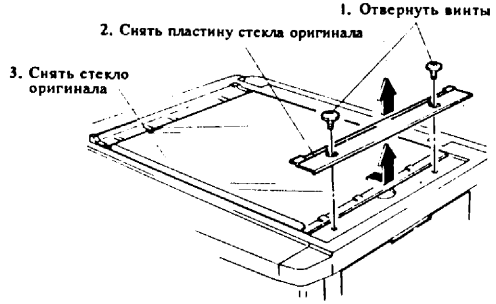

Рис.6. Снятие стекла оригинала
10. Снять стекло оригинала автоподатчика (рис.6).
19. Установить стекло оригинала (см.рис.6)